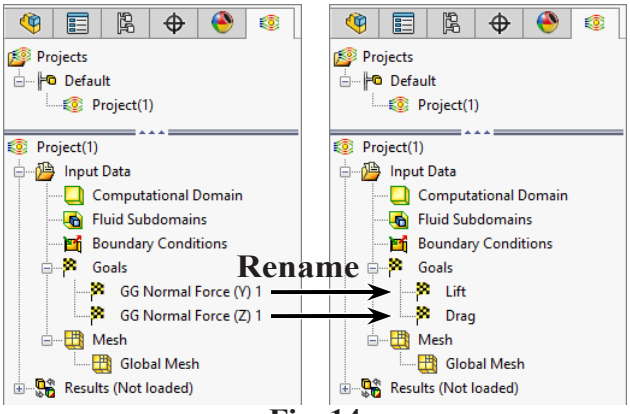

Fig. 14
Step 6. Rename the goals to **Lift** and **Drag**. To rename, click **Force (Y)**, press **F2** key and key-in **Lift**, **Fig. 14**. Rename **Force (Z)** to **Drag**.